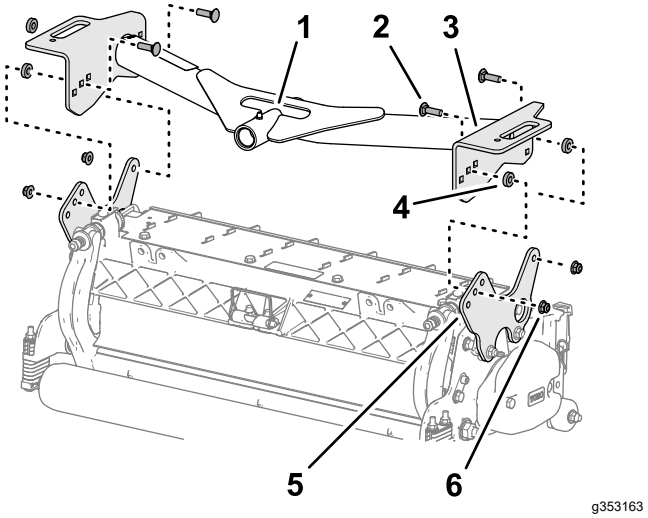

Figur 19
1. Rikta in hålen på den främre bärramens plattor med hålen i klippenhetens fästplattor (Figur 19).
2. Rikta in en distansbricka mellan bärplattan och fästplattan (Figur 19). Montera sedan plattorna och distansbrickan löst med en vagnsskruv (⅜ x 1 ¼ tum) och en flänslåsmutter (⅜ tum).